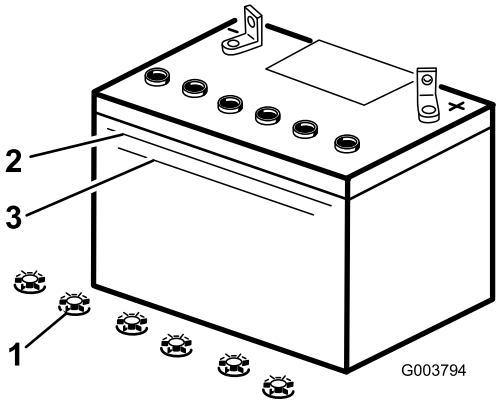

Figuur 38
2. Kijk aan de zijkant van de accu. Het zuurpeil moet tot aan de bovenste streep staan (Figuur 38). Het peil mag niet niet onder de onderste streep komen (Figuur 38).
3. Verwijder de vuldoppen van de accu (Figuur 38).
4. Giet langzaam gedistilleerd water in elke cel van de accu totdat het zuurpeil de Bovenste streep (Figuur 38) op de accubehuizing bereikt.
5. Wacht na het bijvullen van de accucellen vijf tot tien minuten. Vul indien nodig gedestilleerd water bij totdat het zuurpeil de Bovenste streep (Figuur 38) op de accubehuizing bereikt.